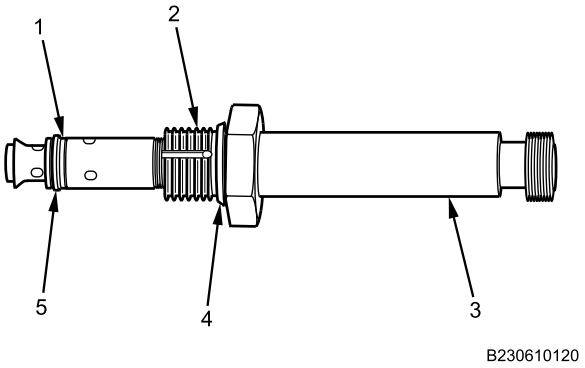

Figure 4. IPR Sensor and O-Rings.
1. Install new O-ring (Figure 4, Item 4) on IPR sensor (Figure 4, Item 3).
2. Install new backup O-ring (Figure 4, Item 1) and O-ring (Figure 4, Item 5) on IPR sensor (Figure 4, Item 3).
3. Apply thread sealing compound on IPR sensor threads (Figure 4, Item 2).